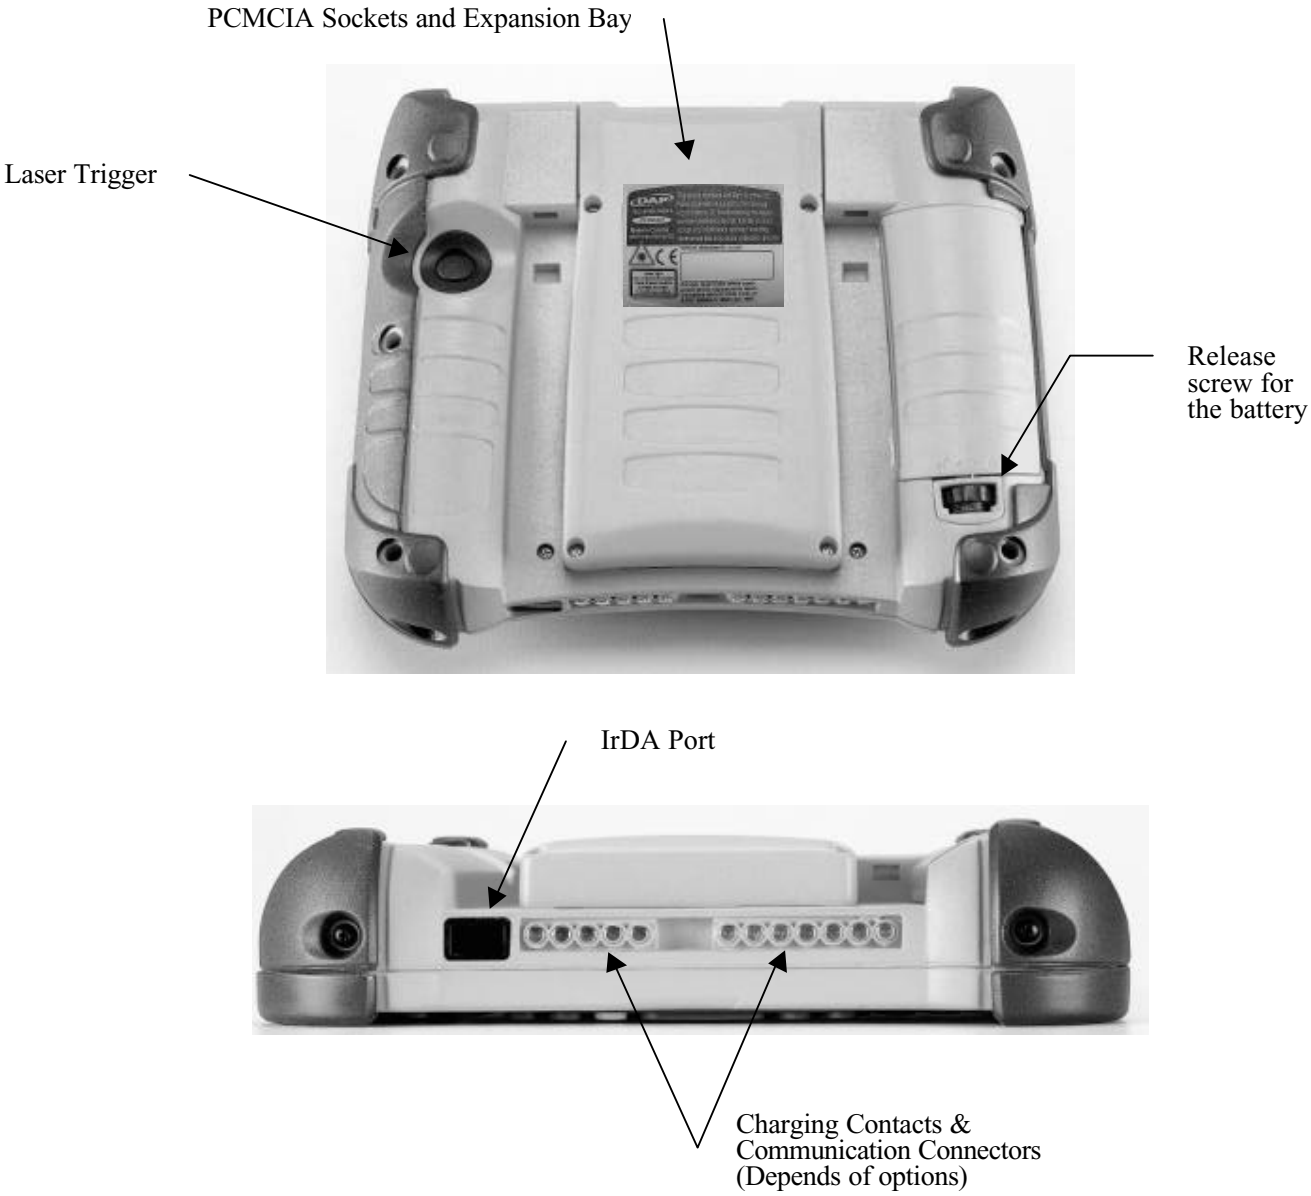

FIGURE 2
The Battery Status Indicator (Figure 2) will turn red in the next five (5) seconds indicating that charging is in progress and will become green when the full charge is completed. This could take up to five (5) hours. The led could turn on immediately green if the unit is fully charge.